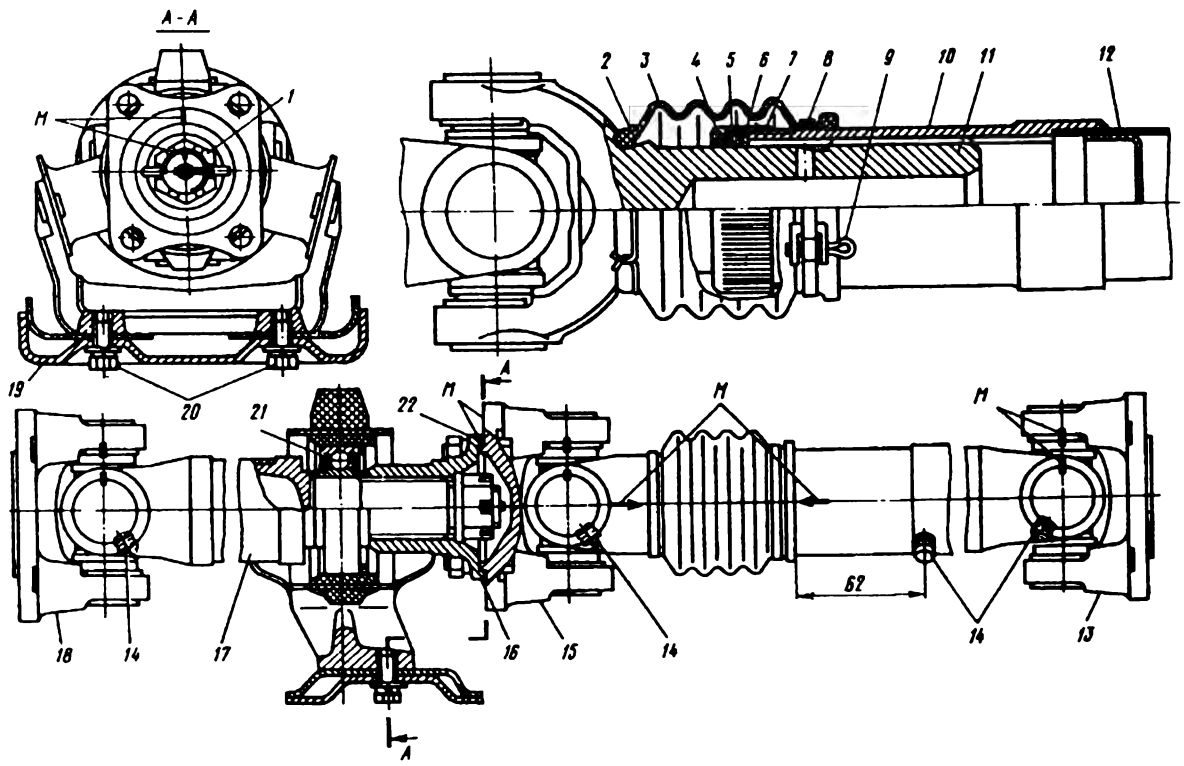

Рис. 114. Карданная передача:
Карданная передача (рис. 114) состоит из двух валов: промежуточного и карданного, трех шарнирных соединений и промежуточной опоры. Передний конец промежуточного вала через фланец крепится четырьмя болтами к фланцу ведомого вала автоматической коробки передач. На шлицы заднего конца промежуточного вала надет фланец, закрепленный гайкой. К заднему фланцу промежуточного вала четырьмя болтами крепится передний фланец карданного вала.
Перед снятием карданной передачи сделайте метки взаимного углового положения фланцев гидромеханической передачи, заднего моста и карданной передачи, а также на заднем фланце промежуточного вала и переднем фланце карданного вала (см. рис. 114).
2. Введите крестовину во фланец или вилку, соблюдая положение масленки по рис. 114 и 118. Вставьте в отверстия ушков игольчатые подшипники, надев их на шипы крестовины.
10. Введите фланец с крестовиной в проушину вилки, приваренной к трубе, так, чтобы масленки стали в одной плоскости в соответствии с рис. 114.
14. Наденьте промежуточную опору в положении, указанном на рис. 114, затем фланец, в соответствии с метками, не нажимая на ушки фланца. Наденьте шайбу и затяните гайку (момент затяжки 16—20 кгс·м), чтобы прорезь гайки совпала с отверстием под шплинт. Отпускать гайку нельзя. Зашплинтуйте гайку, отогните один ус шплинта на торец вала, а второй на грань гайки.
15. Наденьте на скользящую вилку поочередно гофрированную резиновую муфту, корпус *7* (см. рис. 114) войлочного сальника, разрезное тонкое кольцо *4*, заправьте отверткой сальник *5* (предварительно пропитав его в горячем жидком масле), поставьте второе разрезное кольцо *6*, окуните шлицевый конец вилки в масло МС-20 или МК-22.
19. Закрепите муфту на валу специальной стяжной лентой и шплинтом по размеру 62 мм (см. рис. 114).